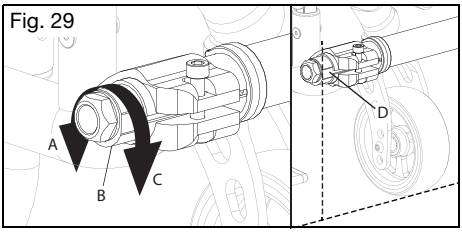

Fig. 29
3. Gire el tubo del camber (Fig. 29:B). Girar hacia el frente de la silla (Fig. 29:A) cambia el ángulo de las ruedas hacia adentro y girar hacia la parte posterior (Fig. 29:C) de la silla cambia el ángulo de las ruedas hacia afuera.
NOTA: Los lados planos del tubo del camber deben estar perpendiculares al suelo (Fig. 29:D).